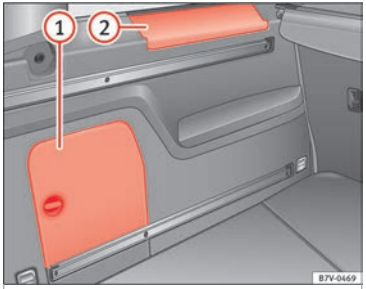

Fig. 112 In the luggage compartment: Side storage compartment
There are other compartments ››› Fig. 112 ① and ② in the side of the boot. To open the compartment ①, turn the catch clockwise. To open the compartment ②, lift the cover. Compartment ① houses the factory fitted **CD changer**. The compartment lid ① can safely store the tray support covers.